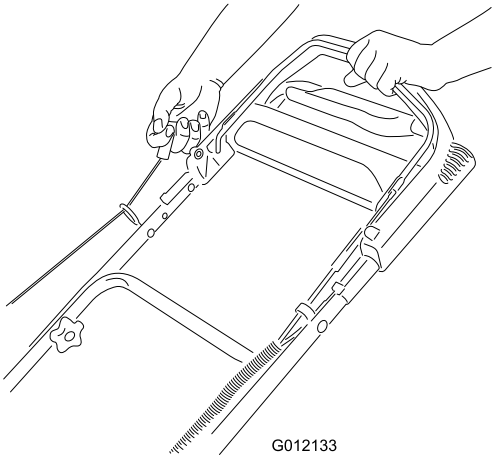

Figur 13
3. Dra i startsnörets handtag (Figur 13).